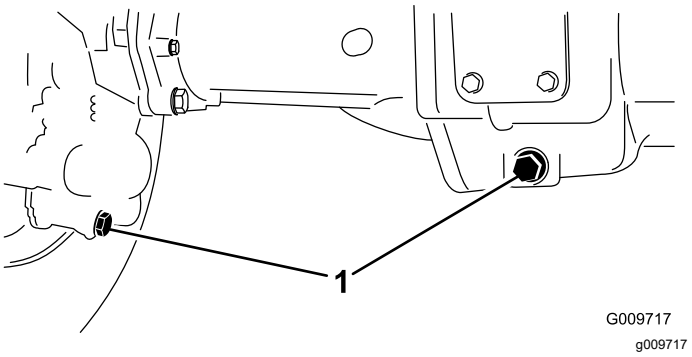

Figura 107
2. Limpe a zona em redor dos 3 tampões de escoamento, 1 em cada extremidade e 1 no centro (Figura 107).